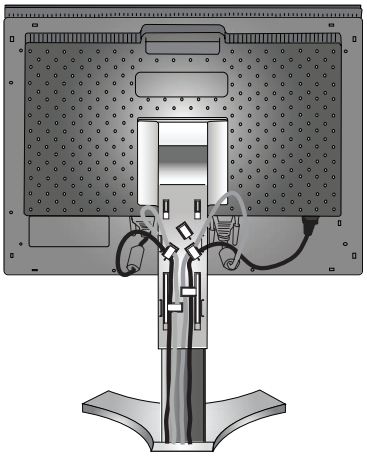

**Figure C.3**
Place the DVI cable and the 15-pin mini D-Sub to DVI-A cable into the hooks as indicated (**Figure C.3**).
6. Make sure all cables are resting flat against the stand (**Figure C.3**).